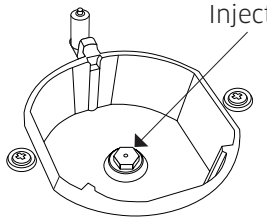

Figure 6
3. As seen in Figure 6, demount burner lid and burner of the cooktop and ensure visibility of injector.